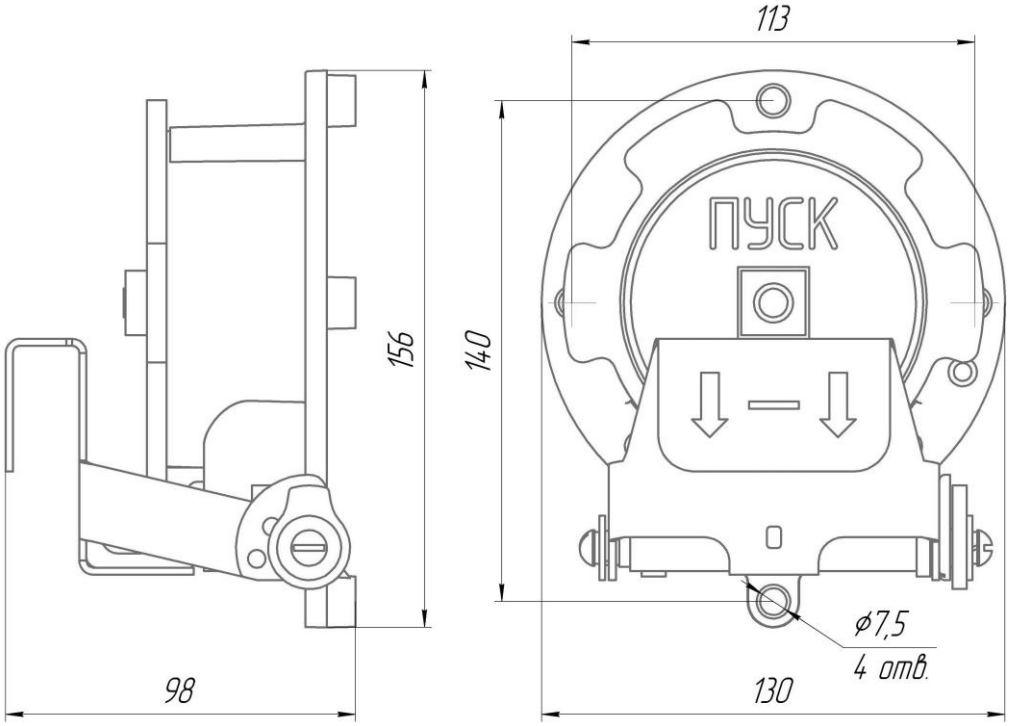

Рисунок 1 – Габаритные размеры
- определить место установки и разметить место крепления, рис. 1;